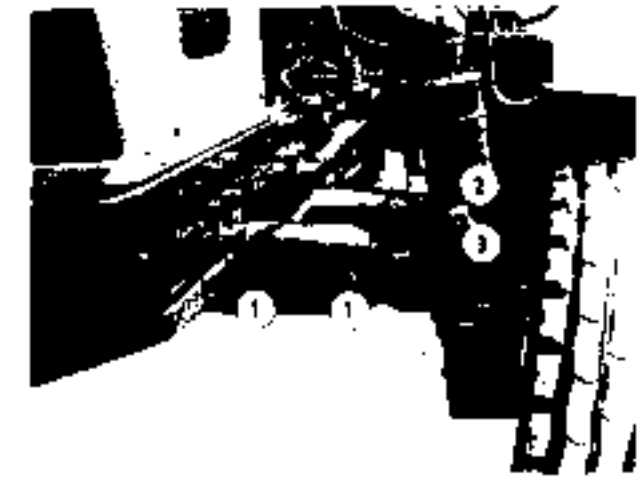

Fig. 35
2. Unscrew front axle extension bolt nuts and remove the bolts (Fig. 35,1)